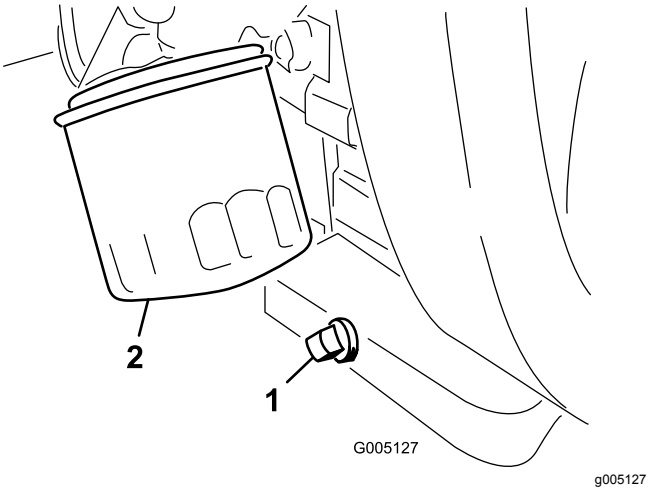

**Figur 46**
1. Fjern tappepluggen (Figur 46), og la oljen renne ned i et tappefat. Når oljen slutter å renne, setter du tappepluggen på igjen.
2. Ta av oljefilteret (Figur 46). Stryk et tynt lag med ren olje på den nye filterpakningen.